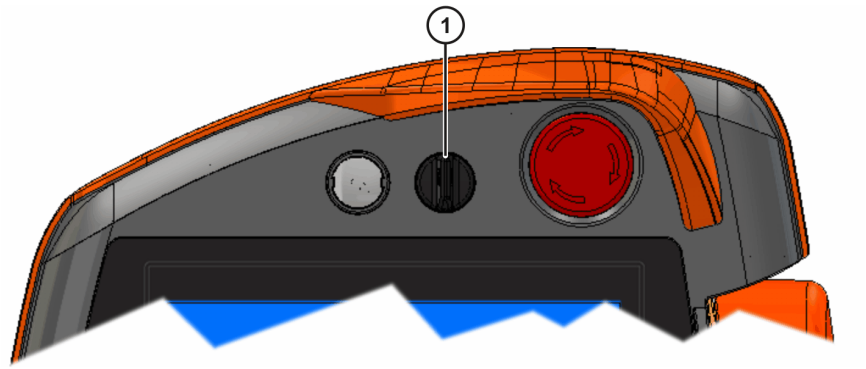

Fig. 5-1: Keyswitch
3. Turn the keyswitch (>>> *Fig. 5-1*) to the **Operation** position (symbol: open padlock).